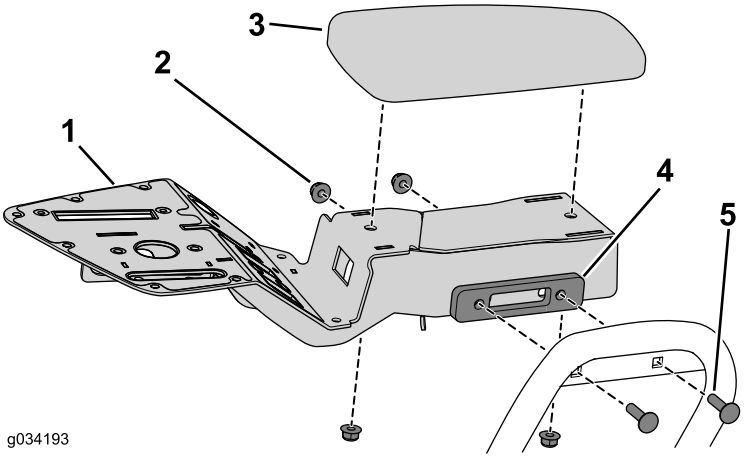

Figur 16
2. Bruk de to låseboltene og flensmutrene du fjernet tidligere, til å feste konsollbraketten (Figur 16).
3. Bruk de to flensmutrene du fjernet tidligere, til å feste armlenet til konsollenheten (Figur 16).